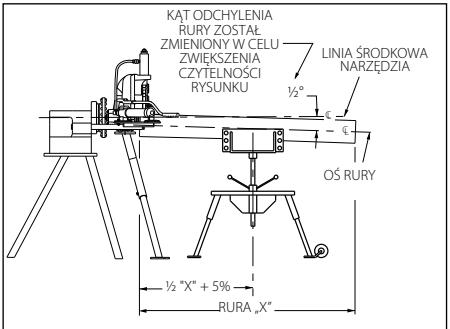

RYSUNEK 1
- **Na rys. 1 został przedstawiony regulowany stojak do rur firmy Victaulic (VAPS 112). Stojak VAPS 112 jest odpowiedni do rur o średnicach od ¾" do 12". Poza tym dostępny jest stojak VAPS 224 firmy Victaulic dla rur o średnicach od 2" do 24". Patrz część Akcesoria na stronie 26.**
1. Ustawić stojak do rur w odległości nieco większej od narzędzia niż połowa długości rury (patrz rysunek 1).